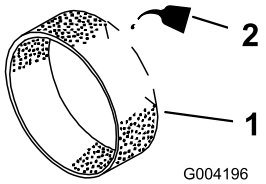

**Figur 15**
3. Giv forfilteret (Figur 15) 29,6-59,1 ml olie.